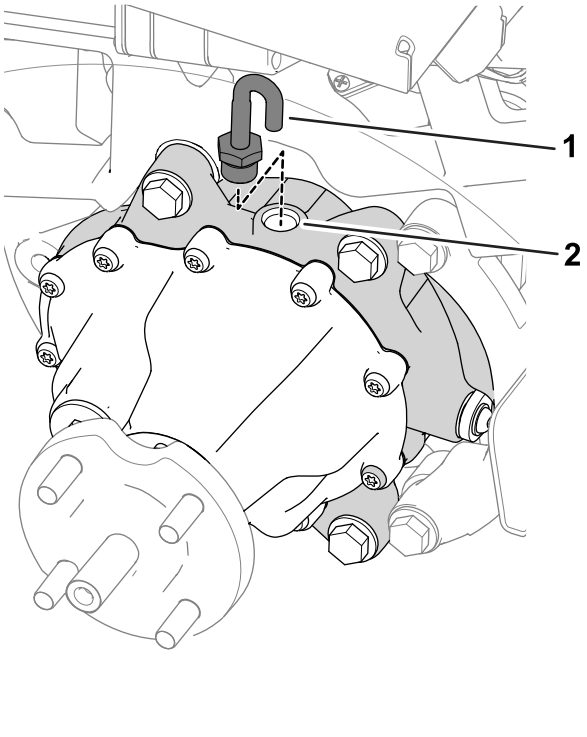

Figura 62
7. Retire la manguera de ventilación y el acoplamiento de la parte superior de la caja de engranajes (Figura 62).
9. Instale la manguera de ventilación y el acoplamiento en el orificio de llenado (Figura 62).